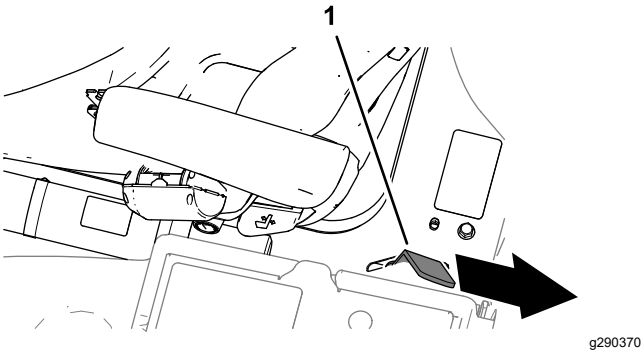

Figur 46
3. Sænk platformen helt, og flyt platformens låsehåndtag mod maskinens bagende, indtil låsekrogen griber helt ind i låsebøjlen (Figur 46).